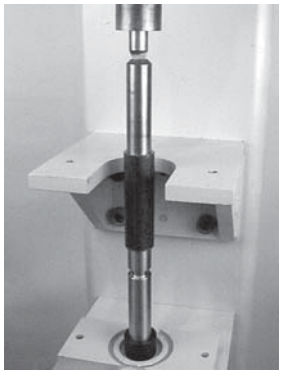

Abbildung 81
4. Mithilfe einer Dornpresse oder einem ähnlichen Gerät das Lager auf Rollenwelle **Abbildung 81)** drücken.